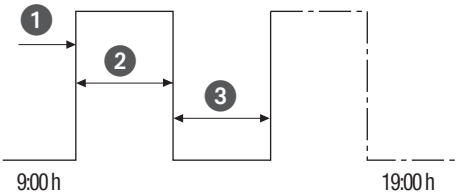

Fig. 33: Cyklusskift
- (Fig. 33/❶) Starttidspunkt
- (Fig. 33/❷) Varighed ON = skift ON
- (Fig. 33/❸) Varighed OFF = skift OFF